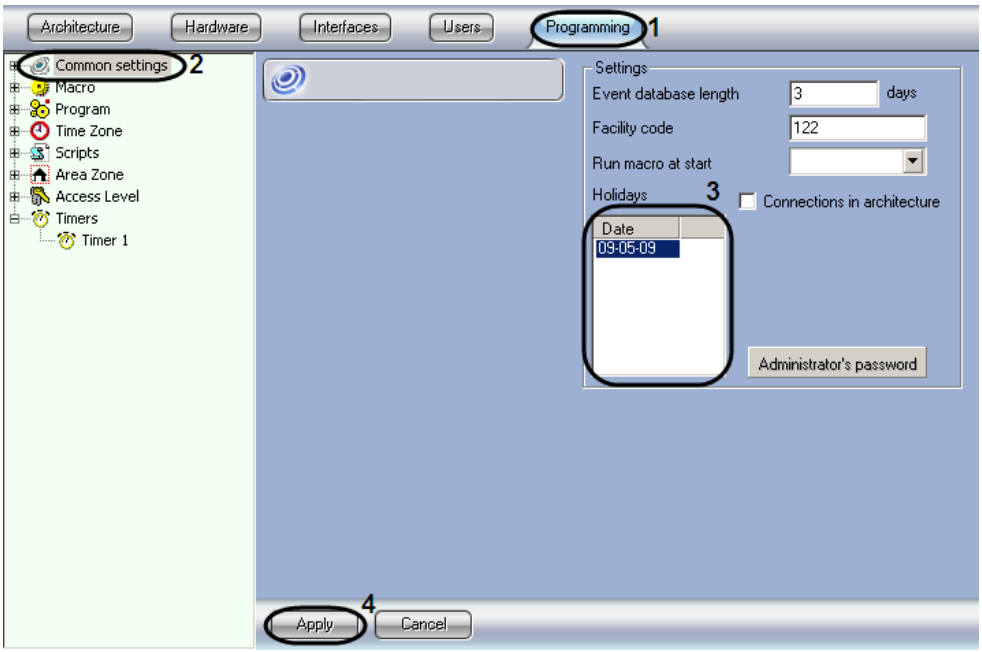

Figure 8.25-4. Creating the Holidays list
1. Open the “Programming” tab (Figure 8.25-4).